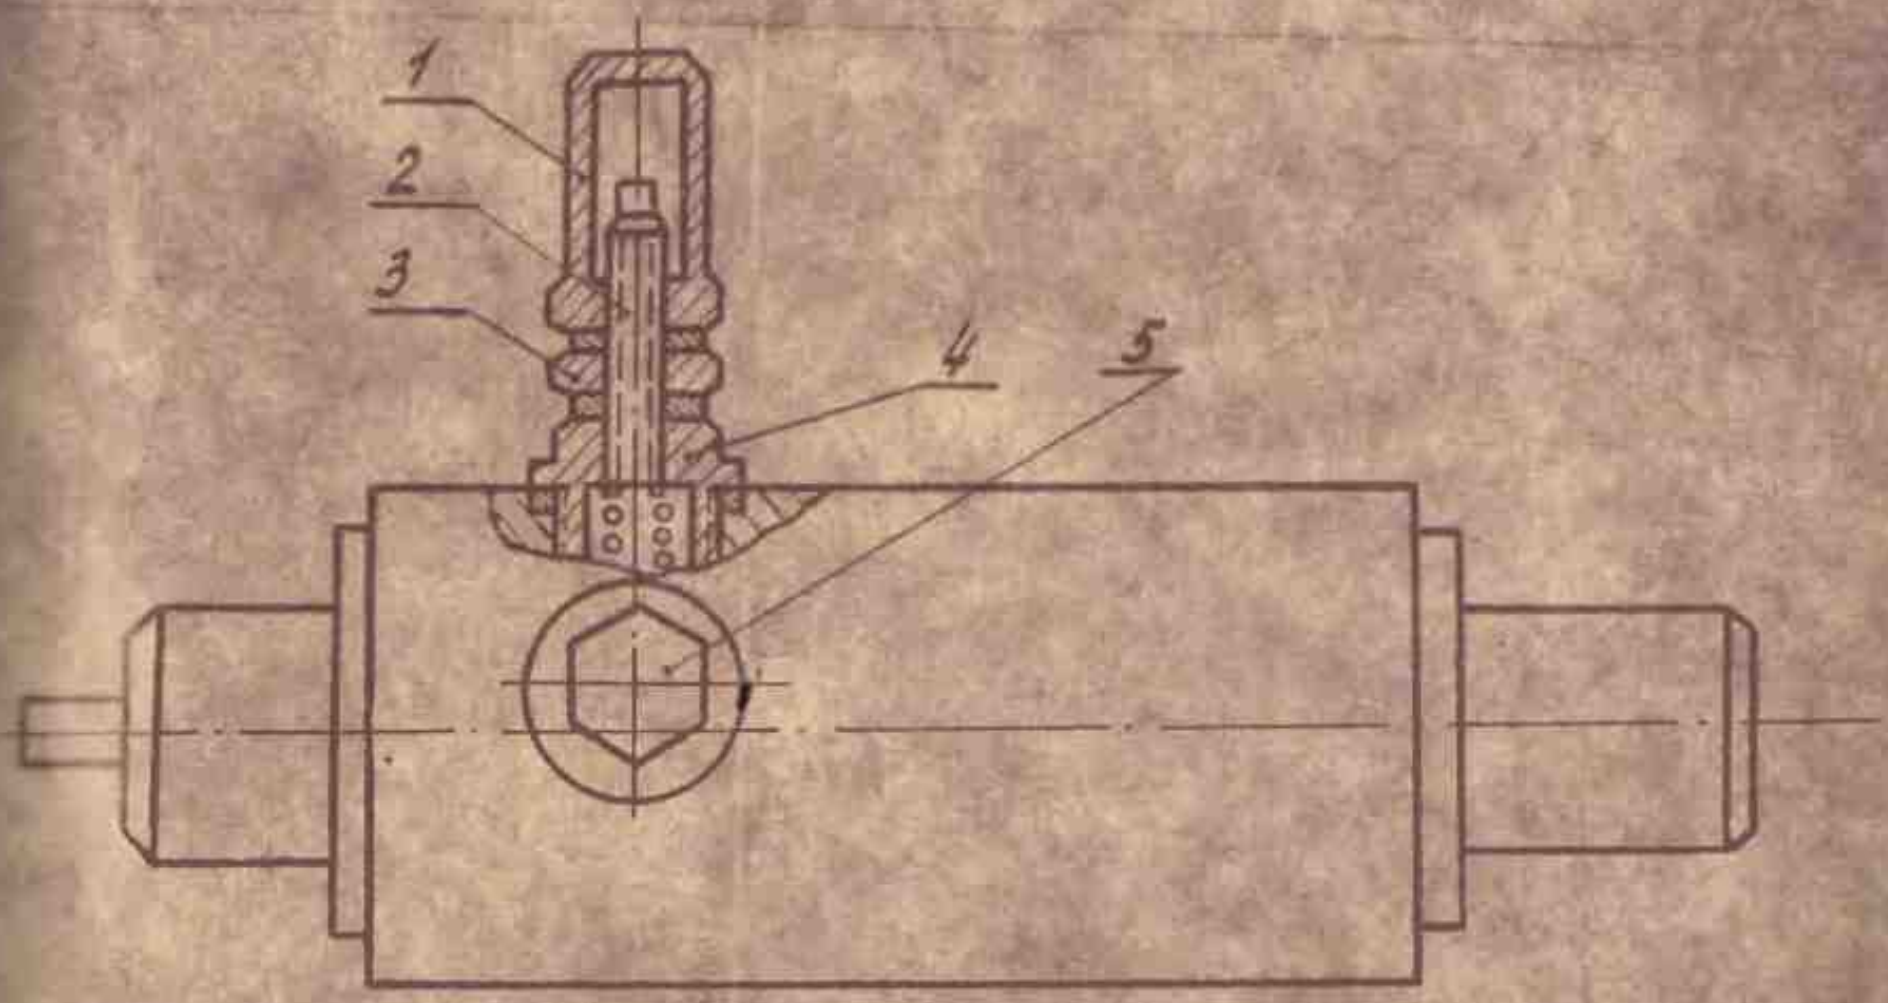

Рис. 7
ГИДРОПАНЕЛЬ (Рис.7)
Напорный золотник (5) настроен на давление, удерживающее вес подвижных частей пресса. Вследствие возможного изменения веса подвижных частей пресса (смена инструмента) может возникнуть потребность дополнительной его регулировки. Для настройки (см. рис. 7) необходимо отвернуть колпачок (1), гайку (3) и производить регулировку винтом (2). В случае необходимости разборки клапана подвижные части пресса (шток, инструмент и т.п.) следует опустить в нижнее положение до упора.